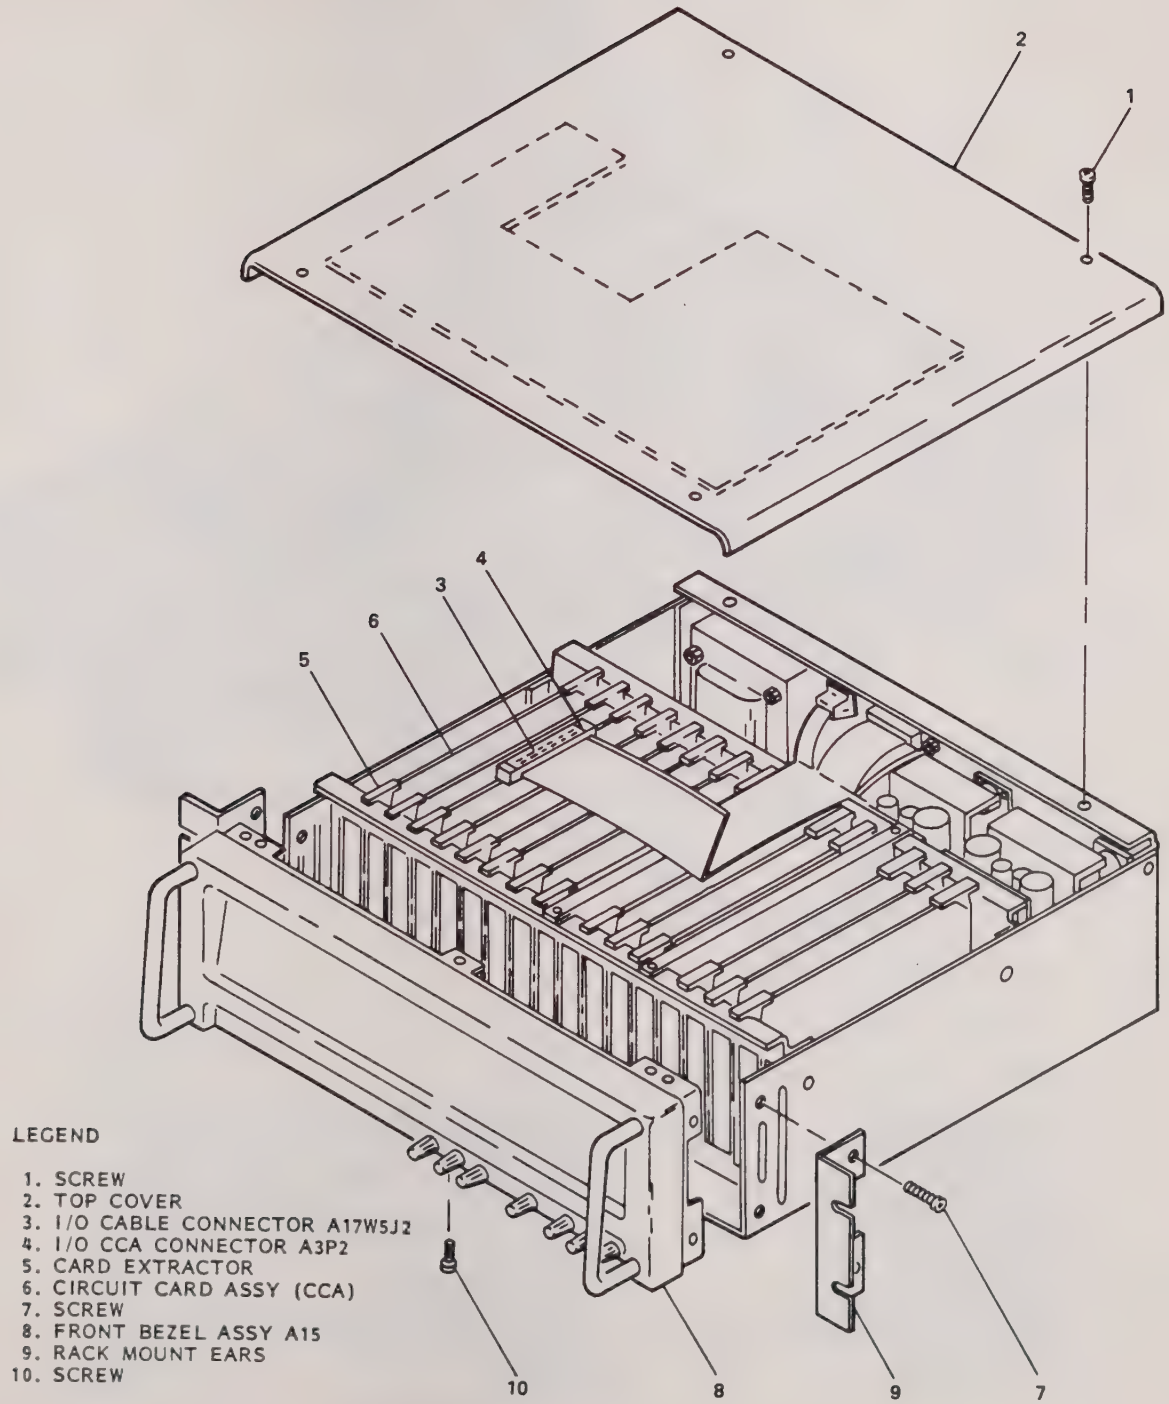

Figure 5-1. DAV, Exploded View (Sheet 1 of 7)
Use standard shop practices and refer to the exploded view in figure 5-1 when doing removal and replacement.
a. CCA REMOVAL. (See figure 5-1, sheet 1.)
1. Remove four screws (1) and remove DAV top cover (2).
2. Before removing CCAs A3 to A8, disconnect I/O cable connector A17W5J2 (3) from connector A15A3P2 (4).